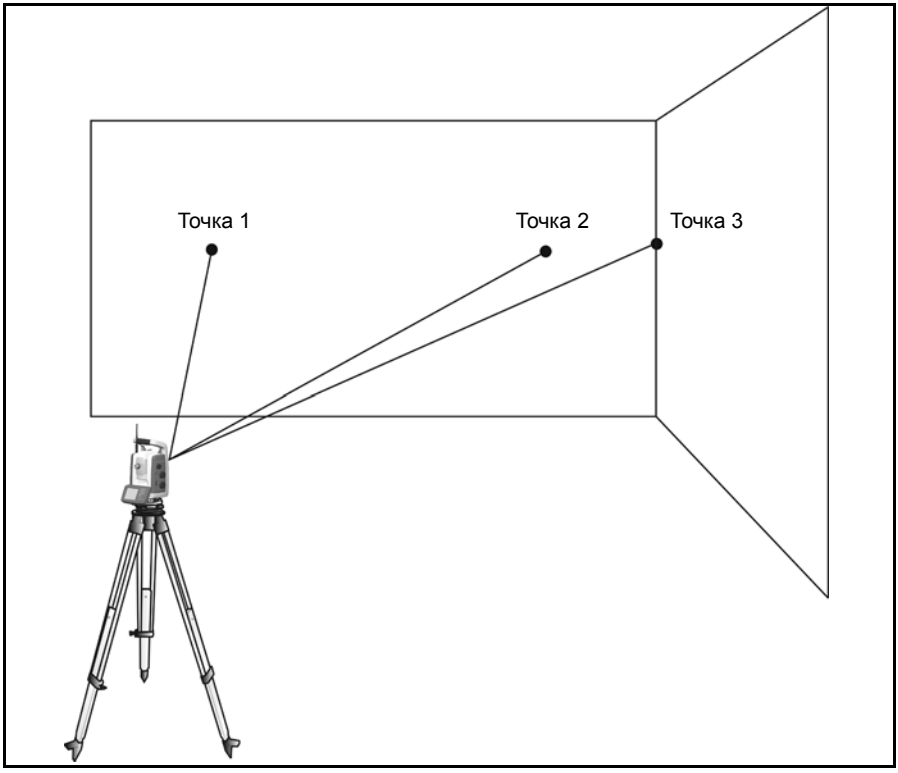

Рис. 6.51. Смещенное измерение
2. Наведите инструмент на угол, чтобы записать правильный горизонтальный и вертикальный угол. См. рис. 6.51.